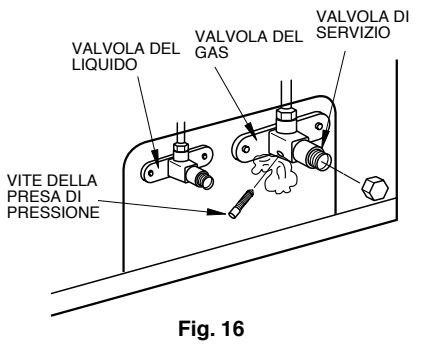

Fig. 16
7. Aprire completamente sia la valvola del gas che la valvola del liquido (Fig. 16)